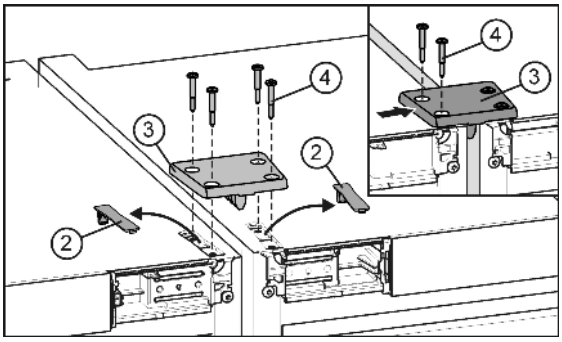

Fig. 5
▶ Выдвиньте из зацепления и снимитекрышки *Fig. 5 (2)*.
▶ Установите соединительную пластину *Fig. 5 (3)* и закрепите ее на одном устройстве с помощью двух винтов *Fig. 5 (4)*.